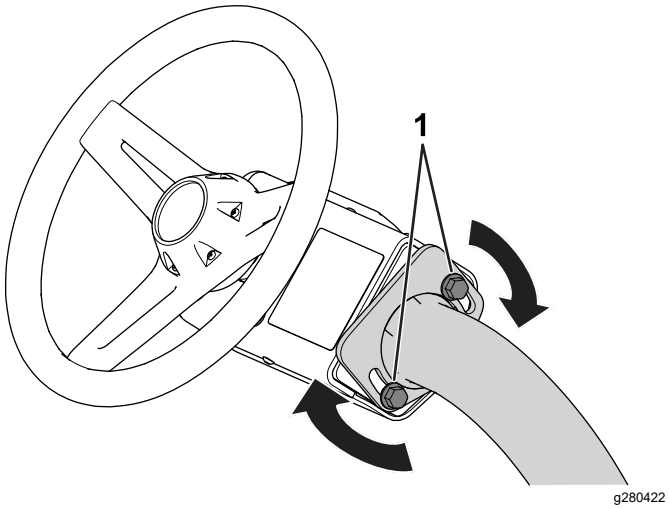

Figure 32
1. Desserrez les boulons (Figure 32) qui fixent le volant au bras de direction.
3. Resserrez les boulons (Figure 32) pour bloquer le volant à la position choisie.